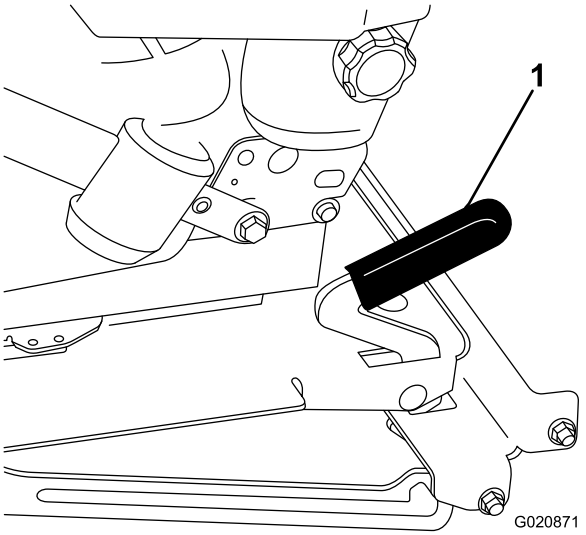

Figur 33
2. Dra sätesspärren framåt och lyft uppåt för att lossa sätet (Figur 33).